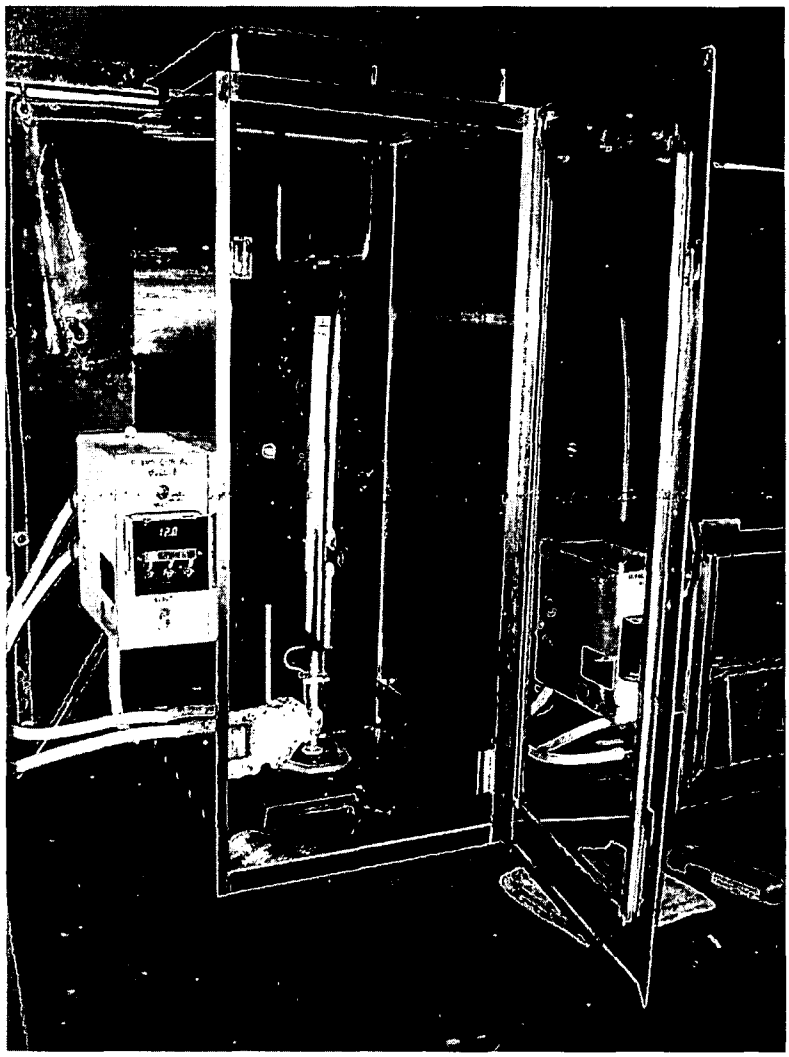

Fig 1. Test Specimen in Support Frame and Placement in Vertical Test Stand
- Position the specimen in the support frame of the vertical test stand so that the edge being tested is centered ¾-inch above the top of the burner and the flame is applied to the center of the specimen. See Fig 1.